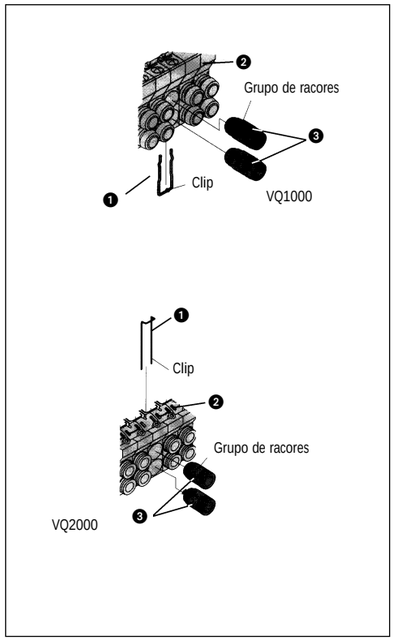

Figura 18
Sustitución de los racores de conexión cilíndrica (Figura 18)
Suelte el clip ❶ (Figura 18) del colector ❷ (Figura 18) empleando un destornillador pequeño de pala. Suelte los racores ❸ (Figura 18) del colector ❷ (Figura 18).
Sustitución (Figura 18)
Inserte el racor ❸ (Figura 18) en el colector ❷ (Figura 18) hasta que se detenga. Vuelva a colocar el clip de retención ❶ (Figura 18).